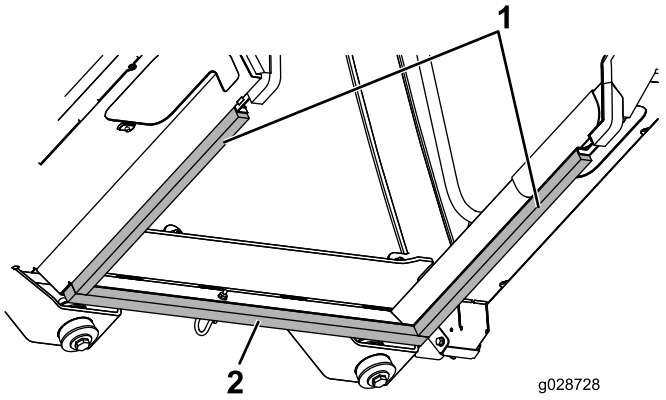

Figur 61
6. Centrér det forreste skumelement på frontpanelet (Figur 61).
7. Tryk forkanten af de forreste skumelementer i siden ind i det forreste skumelement og juster skumelementernes indre kanter efter forseglingspanelernes indre kanter på førerhusets ramme (Figur 61).